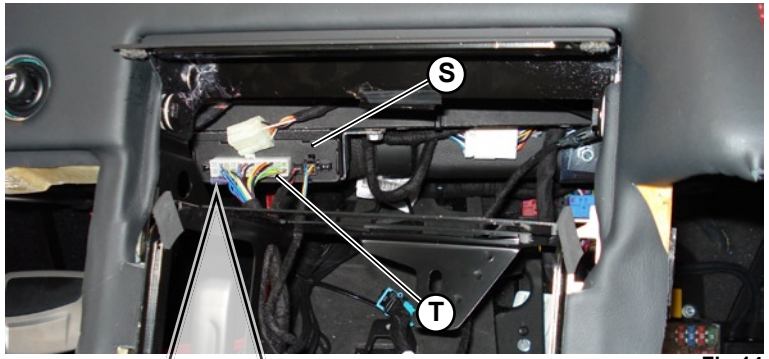
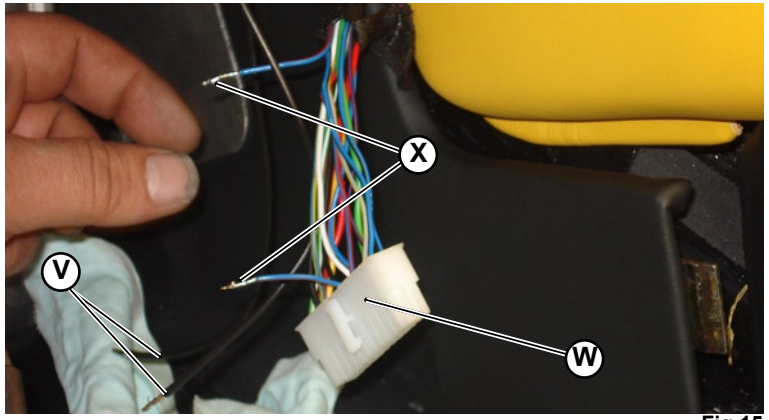

Fig.14
Fig.15
30. Position the wires of the crank inhibition (those have the sign "1" at the end), those was covered before (operation 27), from the white connector of the VTS harness that was positioned in the passenger side lower dashboard to the tunnel end of the driver side (**Fig.15**); uncover the end of these two wires (V-**Fig.15**).
31. Locate the control unit of the car's antitheft (**S-Fig.14**) that was present behind the air-conditioner grille assembly and the disconnect its main white connector (**T-Fig.14**).
The picture beside (**U-Fig.14**) show the layout of the white connector of the car's antitheft control unit.; that layout can be useful to carry out the following operation.
32. As shown in the picture beside (**V-Fig.15**), lead the white connector (**T-Fig.14**) out from the end tunnel panel of the driver side so that it will be possibile easily work on. Remove the flock tape that cover the connector's harness from the connector to 10 cm far from it.
33. Cut the blue-red wire (**X-Fig.15**) that is connected to the white connector (**W-Fig.15**) in the pin 19; uncover the two ends that are resulted from the cut, as shwn in the picture beside (**X-Fig.15**).
37. Connect the white connector (**W-Fig.15**) to control unit of the car's antitheft (**S-Fig.14**) (that is placed under the chassis' cross beam behind the air-conditioner grille assembly) as it was connected before start these operations (**T-Fig.14**)